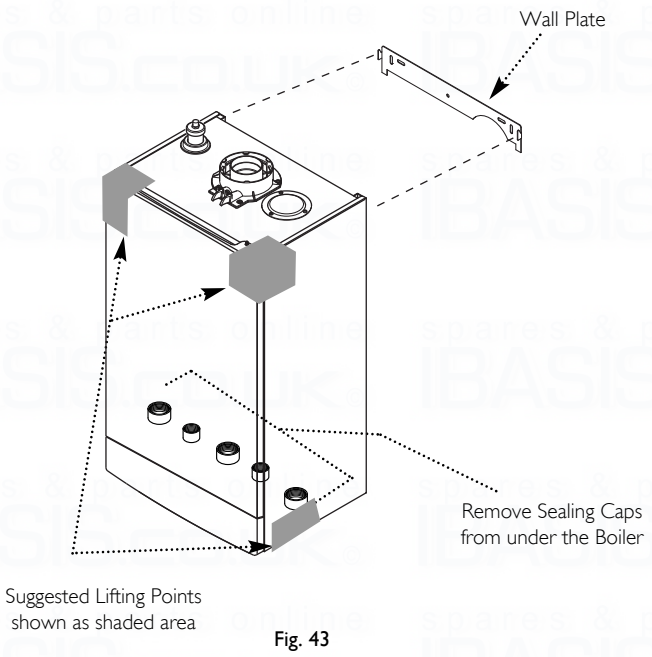

Fig. 43
1. Lift the boiler using the Lifting Points as shown by the shaded areas (Fig. 43) The boiler should be lifted by TWO PEOPLE. Engage the slots at the top rear of the boiler on the wall plate (Fig. 43) (see **Safe Manual Handling** page 5).
2. Remove the sealing caps from the boiler connections (Fig 43).